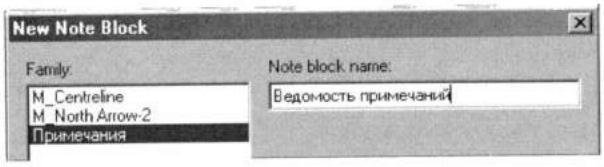

Рис. 32.14. *Организация новой ведомости примечаний*
2. Выбрать в списке **Family** (Семейство) (рис. 32.14) нужное семейство примечаний. Если необходимо задать для ведомости другое имя, ввести его в поле **Note block name** (Имя ведомости). Нажать ОК.